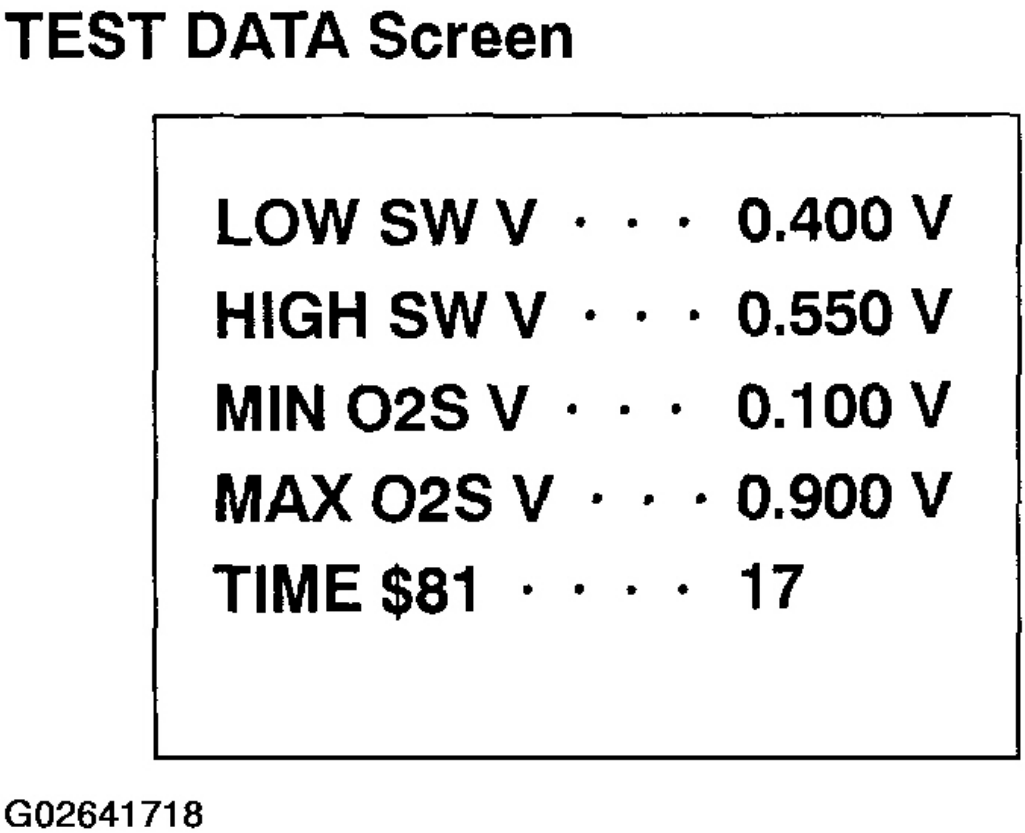

Fig. 22: Display Test Data Screen
1. The hand-held tester displays "17" as a value of the "TIME $81" (see **Fig. 22**).